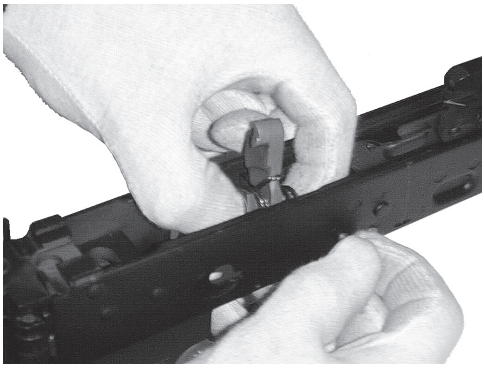
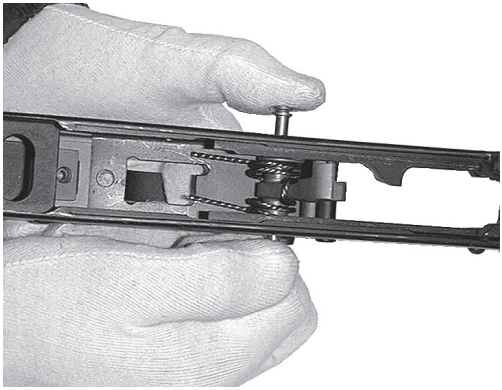

Rys. 89. Wkładanie kurka do komory zamkowej
Rys. 90. Wkładanie osi kurka (właściwej)
- prawidłowość złożenia sprawdzić przez ściśnięcie części; między kurkiem a urządzeniem zapadkowym nie powinno być szczeliny - decydują o tym różnice w wysokości występów na kurku. Złożone w ten sposób części włożyć do komory zamkowej *(rys. 89)* i ustawić, tak aby otwory komory i kurka pokrywały się. Wsunąć z lewej strony komory zamkowej do otworu osi kurka oś przeznaczoną dla spustu, wypychając jednocześnie oś montażową *(rys. 90)*;